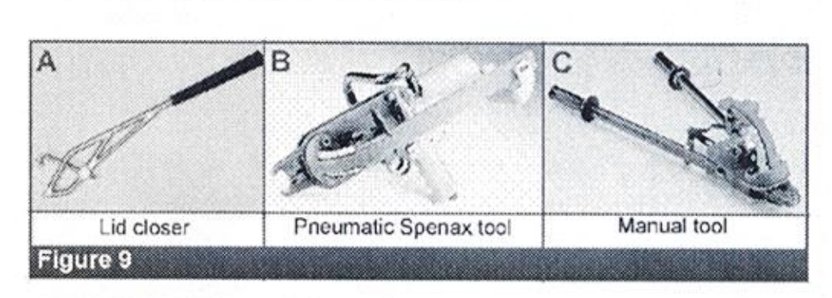

Figure 9
To allow for settlement, level off the fill 1-1.5 in. (25-40 mm) above the top of the mesh. In slow protection aprons downstream of weirs and places where water will fall directly on the gabions, install bracing wires vertically between the top and bottom mesh. Be sure to keep the top edge of the diaphragm exposed. Fold the lid down and pull the edges of the panels to be connected using an appropriate tool such as a lid closer (Fig. 9). The lids shall be tightly laced along all edges, ends and diaphragms in the same manner as described for assembling units (Fig. 4). Adjacent lids may be securely attached simultaneously. All end wires should then be turned in to avoid protrusions.
4.4. CLOSING -- TO ALLOW FOR SETTLEMENT, LEVEL OFF THE FILL 1-1.5 in. (25-40 mm) ABOVE THE TOP OF THE MESH. FOLD THE LID DOWN AND PULL THE EDGES OF THE PANELS TO BE CONNECTED USING AN APPROPRIATE TOOL SUCH AS A LID CLOSER (**FIG. 9**). THE LIDS SHALL BE TIGHTLY LACED ALONG ALL EDGES, ENDS AND DIAPHRAGMS IN THE SAME MANNER AS DESCRIBED FOR ASSEMBLING UNITS (**FIGS. 6a & 6b, 10a & 10b**). ADJACENT LIDS MAY BE SECURELY ATTACHED SIMULTANEOUSLY. ALL END WIRES SHALLTHEN BE TURNED IN TO AVOID PROTRUSIONS .